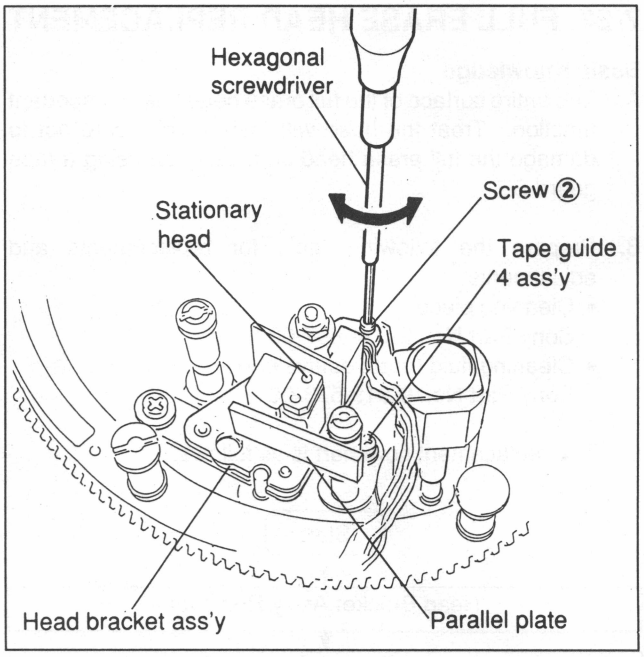

Fig.7-22-3 Zenith Adjustment
(1) Zenith adjustment
As shown in Fig. 7-22-3, press the parallel plate of the tool against the guide roller of tape guide 4 and stationary head. Adjust screw ② so that no play occurs between the parallel plate and guide roller and between the parallel plate and stationary head.